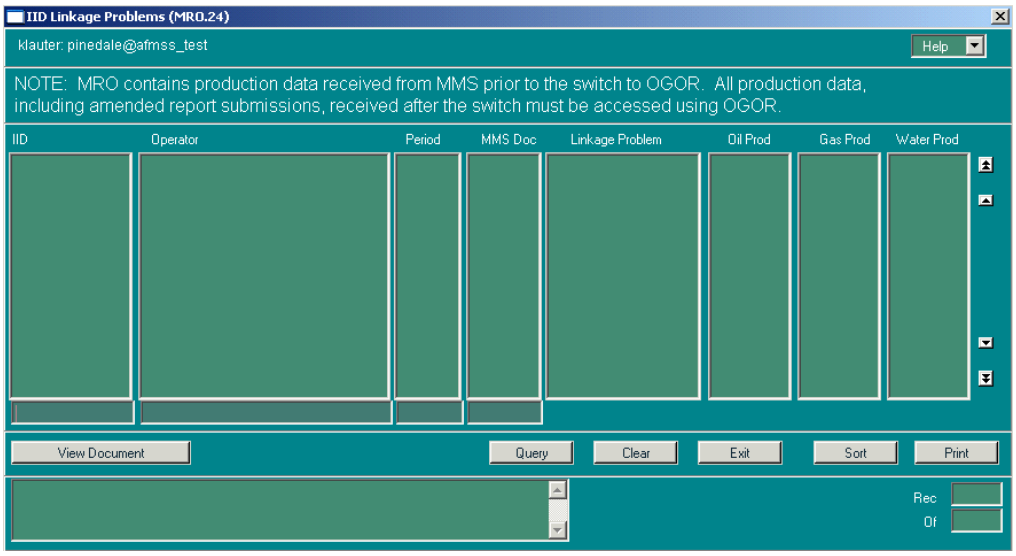

Figure 6-25: IID Linkage Problems (MRO.24) Window
1. From the *Non-Indian AFMSS Main Menu* select **MRO**. Click **MRO IID Linkage Problems (MRO.24)** to launch the *IID Linkage Problems (MRO.24)* window (Figure 6-25).